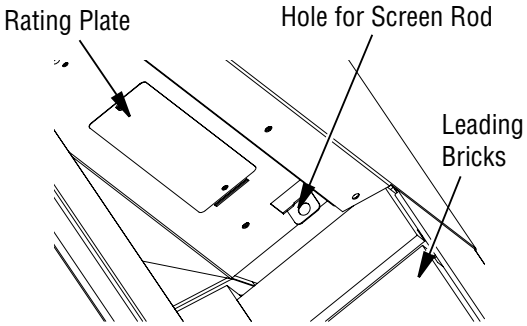

Figure 33 - Installing Fireplace Screen
2. Bend tab on both sides with the hole down to insert the round end screen rod into hole on the left and right side of smoke shelf (Figure 33).